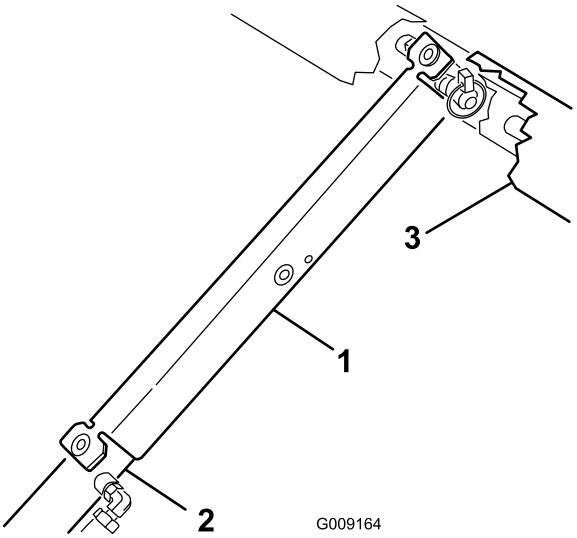

Figur 41
3. Skub ladstøtten ned over cylinderstangen, og sørg for, at tapperne på støtteenden hviler på enden af cylinderløbet og cylinderstangenden (Figur 41).